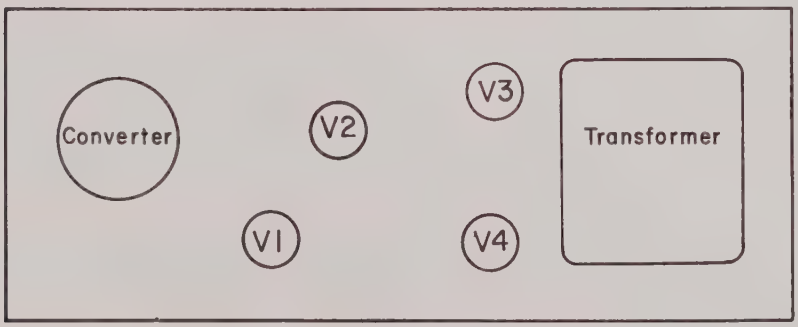

Figure 1. Amplifier, component location diagram
(1) Energize amplifier and check for approximate voltages shown on the Amplifier Schematic. Tube locations are shown in figure 1.